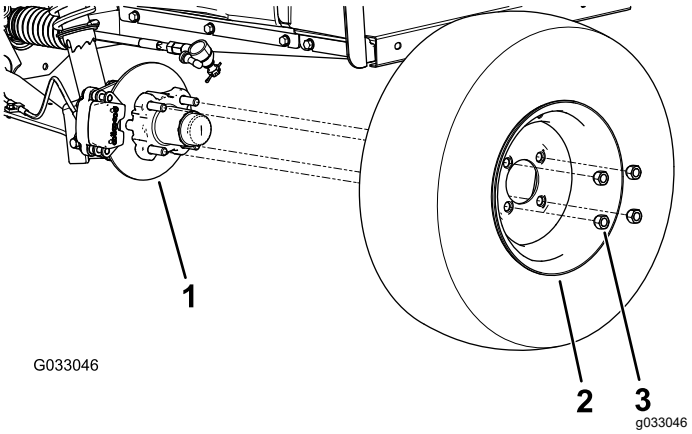

Rysunek 24
2. Odkręć 4 nakrętki kół mocujących koło do piasty (Rysunek 24).
4. Ustaw otwory w kole równo z kołkami piasty i załóż koło na piastę z zaworem skierowanym do góry (Rysunek 24).
5. Zamocuj koło do piasty za pomocą nakrętek do kół (Rysunek 24).